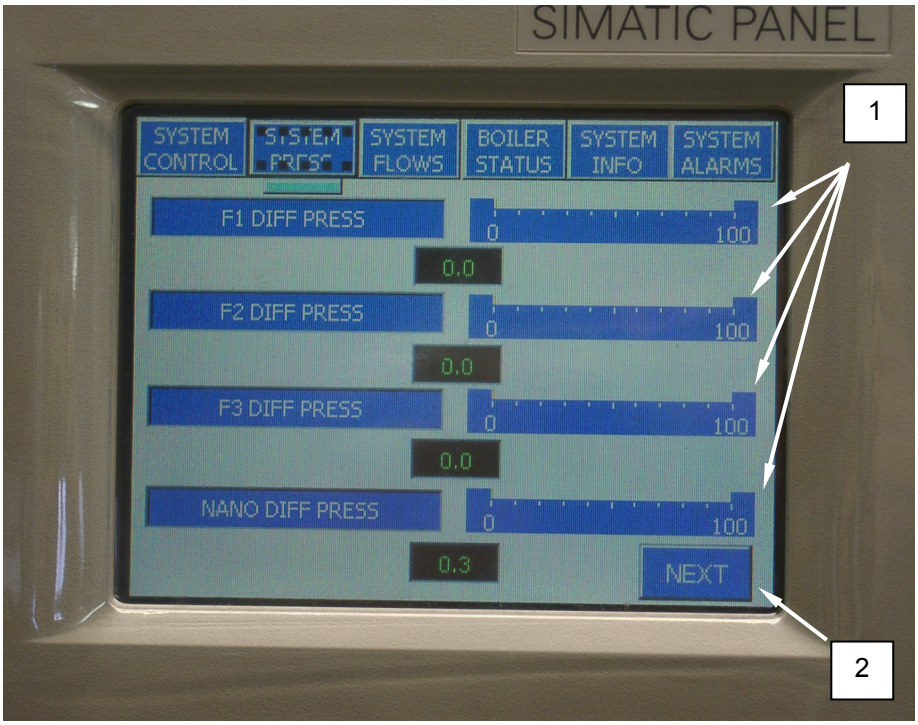
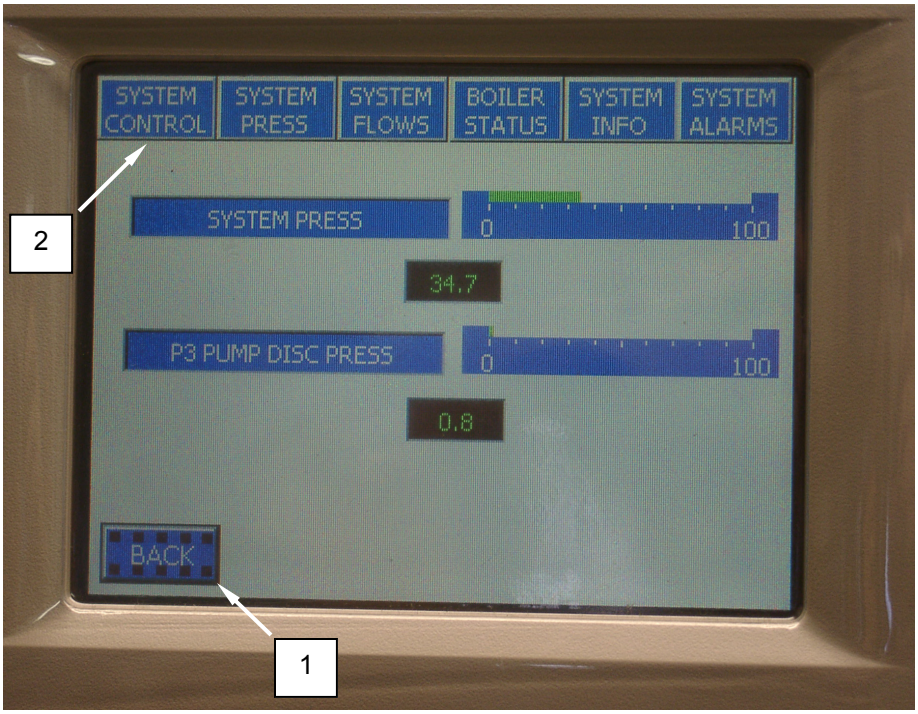

Figure 14. System Press Display.
Figure 15. Additional System Press Display.
The PLC will show the display in Figure 14. The bar graphs **(Figure 14, Item 1)** indicate the status of the pressure differentials across the system filters. The differential pressure is the difference between the outlet pressure and the inlet pressure. The PLC displays the differential pressure across the F-1 (bag filter), F-2 filter, F-3 filter, and nanofilters. The bar graph will indicate green when the filter is operating in a normal range. The bar graph will indicate RED when the pressure is HIGH. The PLC will activate an alarm at a preset value for each filter when the pressure is above normal operating limits. See alarm section for further details.
2. Press the NEXT button **(Figure 14, Item 2)** to access additional system pressures for the system and the P-3 pump. Press BACK button **(Figure 15, Item 1)** to return to the previous display, or System Control **(Figure 15, Item 2)** to return to the System Control menu.